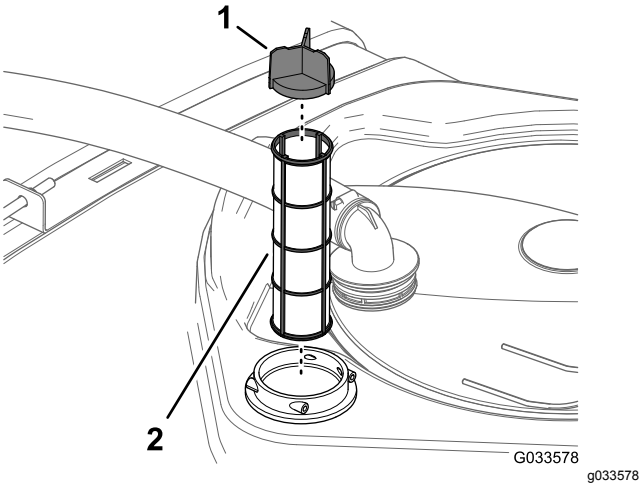

**Figur 105**
4. Fjern det gamle sugefilteret fra filterhuset i tanken (Figur 105).